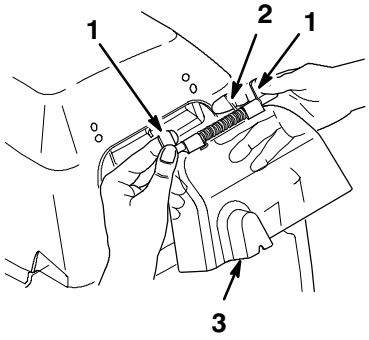

Abbildung 11
1. Die Montagezungen an den Montagestiften der Regenhaube anbringen (Abb. 11).
2. Das gerade Federende senkrecht nach oben drehen und so halten (Abb. 11).